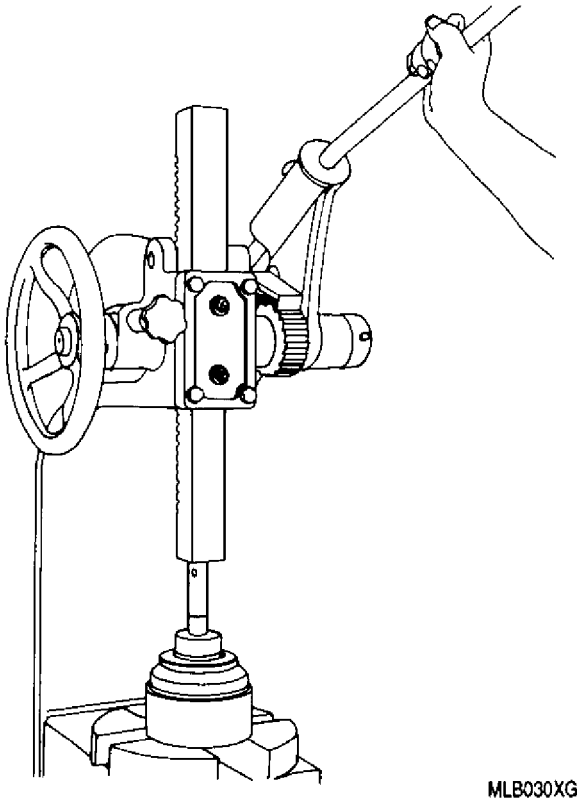

Figure 2. Removing Outer Member from Housing Using 6796728 Support and 6796195 Drift
b. Remove ball (2) from between outer member (3) and coupling housing (17).
c. Place safety coupling assembly (18) in 6796728 support, rear end down. Using 6796195 drift, remove outer member (3) from coupling housing. (figure 2).